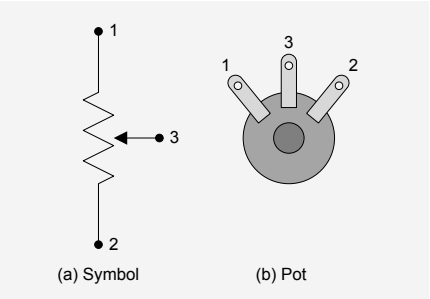

Rysunek 7. Symbol i rysunek potencjometru
Aby mieć pewność, że wszyscy tańczymy w tym samym rytmie, przypomnijmy sobie, że potencjometr ma trzy zaciski (**rysunek 7**). Dwa z nich są dołączone do końców ścieżki rezystancyjnej (w naszym przypadku 10 kΩ), a trzeci do ruchomego suwaka. Używamy naszych potencjometrów jako dzielników napięcia, więc do zacisku (1) dołączamy zasilanie, a do zacisku (2) masę (0 V) – lub odwrotnie (kolejność nie ma znaczenia, ponieważ w oprogramowaniu możemy łatwo manipulować odczytami).